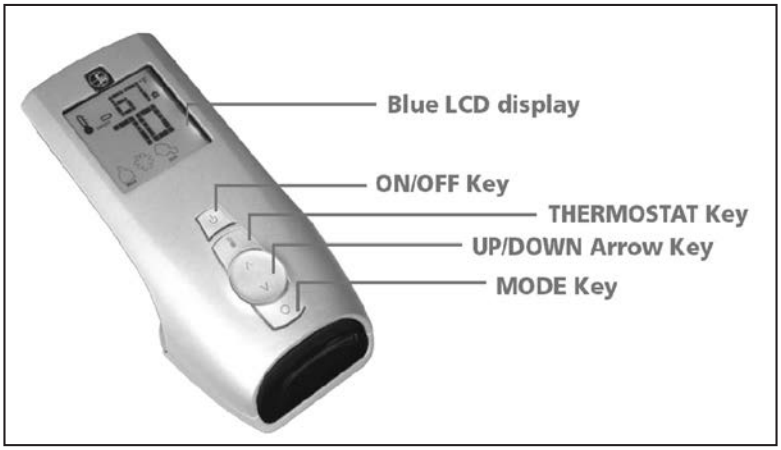
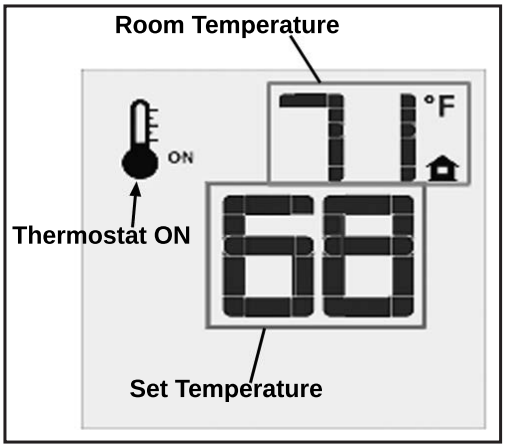
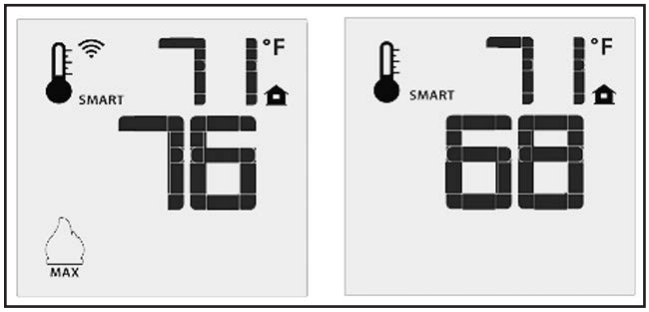
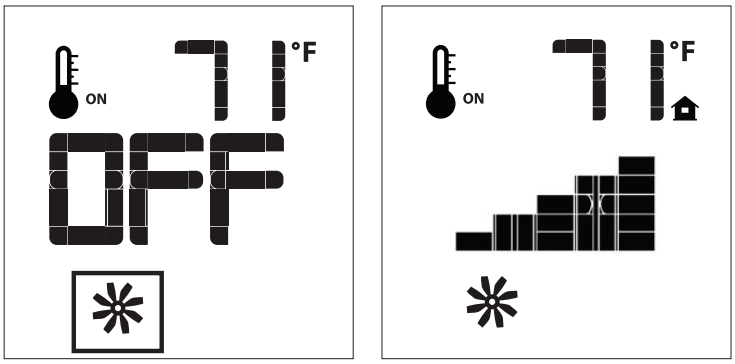

Figure 5: Proflame 2 Transmitter.
Figure 10: Remote Control Displays Set Temperature.
Figure 11: Remote Control's Smart Flame Function.
Figure 13: Fan Control
The Proflame 2 Transmitter is a remote control with a blue backlit lcd display. It uses a streamline design with a simple button layout and informative lcd readout (Figure 5). The Transmitter is powered by three (3) AAA type batteries. A Mode Key is provided to Index between the features and a Thermostat Key is used to turn on/off or index through Thermostat functions (Figure 5 & 6)
Press the ON/OFF Key on the Transmitter. The Transmitter LCD display will only show the room temperature and Icon (see Figure 10). A single "beep" from the IFC confirms reception of the command and both the pilot light (if the unit is not set to continuous pilot) and main burner will turn off.
The Remote Control can operate as a room thermostat. The thermostat can be set to a desired temperature to control the comfort level in a room. To activate this function, press the Thermostat Key (see Figure 5). The LCD display on the Transmitter will change to show that the room thermostat is "ON" and the set temperature is now displayed (see Figure 10). To adjust the set temperature, press the Up or Down Arrow Keys until the desired set temperature is displayed on the LCD screen of the Transmitter.
The Smart Thermostat function adjusts the flame height in accordance to the difference between the set point temperature and the actual room temperatures. As the room temperature gets closer to the set point the Smart Function will modulate the flame down. To activate this function, press the Thermostat Key (Figure 5) until the word "SMART" appears to the right of the temperature bulb graphic (Figure 11). To adjust the set temperature, press the Up or Down Arrow Keys until the desired set temperature is displayed on the LCD screen of the Transmitter.
The E30LI comes with a convection fan that can be controlled with the Transmitter. The fan speed can be adjusted thorugh six (6) speeds. To control the fan press the MODE key (Figure 5) to index to the fan control icon (Figure 13). Use the UP/DOWN arrow keys to turn on, off, or adjust the fan speed (Figure 13). A single beep from the IFC will confirm the command has been received
3. Then remove the six screws that hold the valve cover in place (pointed out in Figure 10).